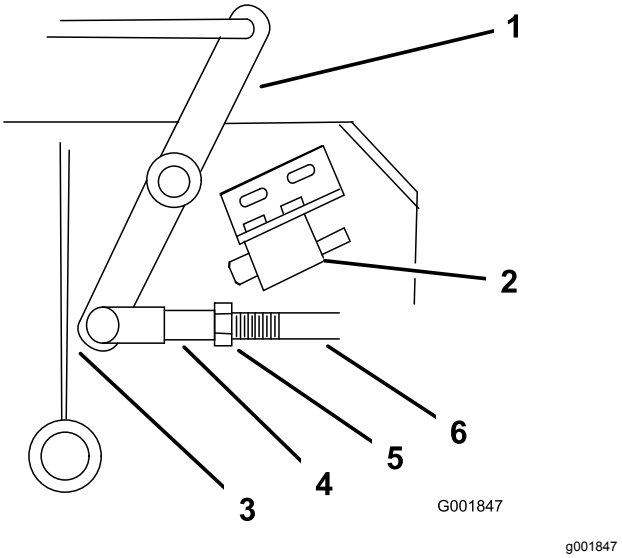

Figur 49
4. Tilpas længden af forbindelsen til der, hvor den nederste ende af vinkelarmen lige nøjagtig er fri af akselstøttens hjørnebeslag (Figur 49).
9. Stram møtrikkerne mod gaflen (Figur 49).